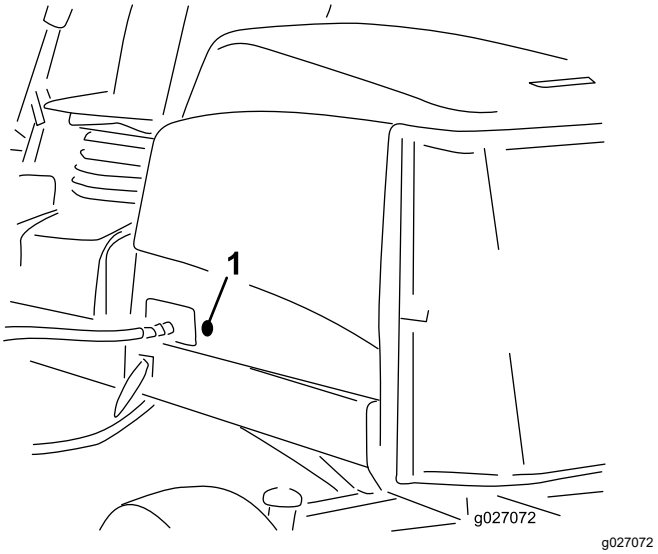

Figuur 35
2. Verwijder de rubberen ring uit de opening in de linkerkant van de motorkap (Figuur 35).